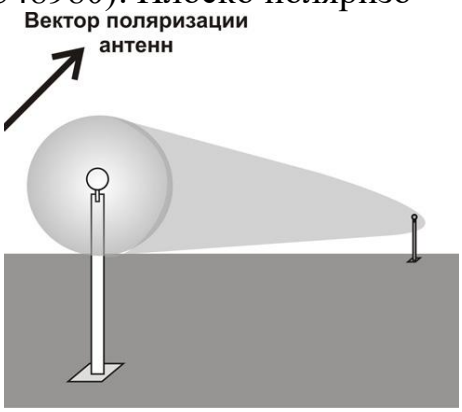

Рис.6.2
6.1.1.2 Установка БПРМ и БПРД вертикально относительно поверхности земли (рис. 6.2) соответствует наклонной ориентации вектора поляризации антенн. Принцип работы изве-